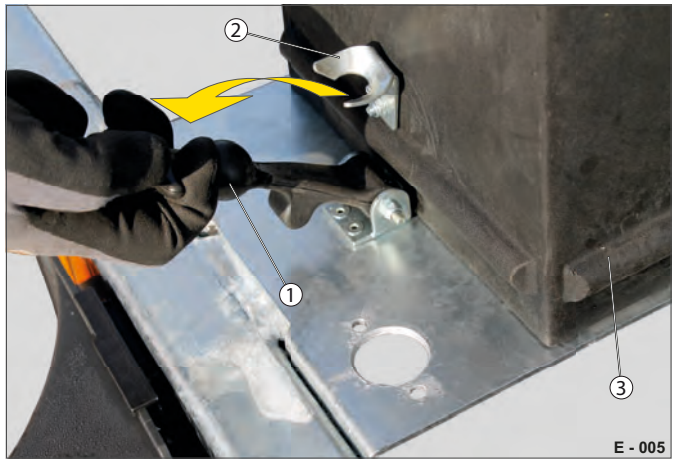

Fig. 5 Afdækning låst op
- ▶ Træk gummilukkeanordningen (Fig. 5 /1) opad, og før den ud af lukkebeslaget (Fig. 5 /2).
- ▶ Løft afdækningen (Fig. 5 /3) opad og væk.